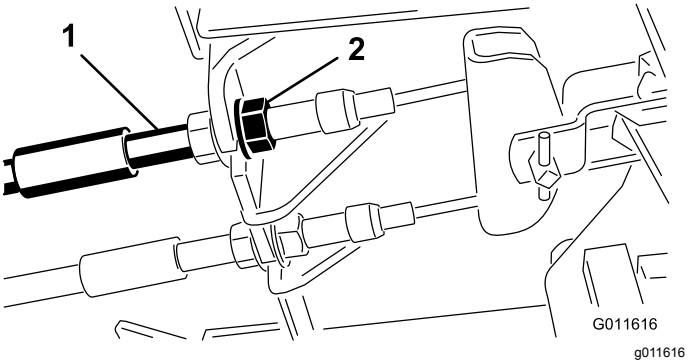

Figur 66
1. Dra åt bromsarna genom att lossa den främre muttern på bromskabelns gängade ände för att minska bromspedalernas spel (Figur 66).